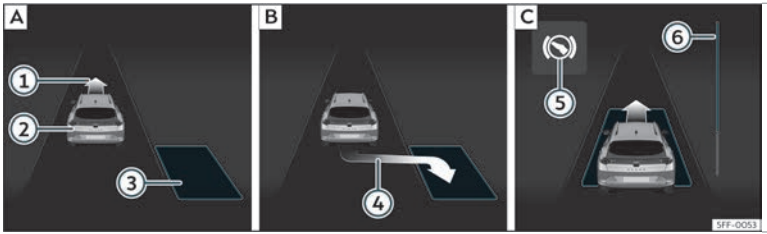
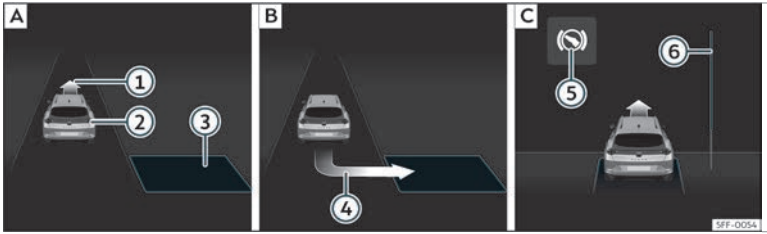

Abb. 172 Am Bildschirm des Kombi-Instruments: längs einparken. A Parklücke suchen. B Position zum Einparken. C Rangieren.
Abb. 173 Am Bildschirm des Kombi-Instruments: quer einparken. A Parklücke suchen. B Position zum Einparken. C Rangieren.
- Schauen Sie auf der Bildschirmanzeige im Kombi-Instrument, ob die Parklücke als „geeignet“ erkannt wurde und ob die korrekte Position zum Einparken››› **Abb. 172** B oder››› **Abb. 173** B erreicht wurde. Die Parklücke wird als „geeignet“ betrachtet, wenn auf dem Bildschirm des Kombiinstruments die Anzeige zum Einparken erscheint ④.
• Fahren Sie rückwärts, bis das Dauertonsignal des ParkPilot ertönt; **ODER:** fahren Sie zurück, bis auf dem Bildschirm des Kombi-Instruments die Anzeige für Vorwärtsfahren ››› **Abb. 172** C oder››› **Abb. 173** C erscheint; **ODER:** fahren Sie zurück, bis am Bildschirm des Kombi-Instruments die Meldung **Park Assist beendet** erscheint. Die Fortschrittsanzeige ⑥ zeigt den zurückzulegenden Abstand an››› **Seite 285**.
• Fahren Sie vorwärts, bis das Dauertonsignal des ParkPilot ertönt; **ODER:** fahren Sie vorwärts, bis am Bildschirm des Kombi-Instruments die Anzeige zur Rückwärtsfahrt erscheint. Der Parklenkassistent lenkt das Fahrzeug vorwärts und rückwärts bis es in der Parklücke zentriert ist››› **Abb. 172** C oder››› **Abb. 173** C.
Die Fortschrittsanzeigen ››› **Abb. 172** ⑥ und››› **Abb. 173** ⑥ im Display des Kombiinstruments zeigt symbolisch die noch zu fahrende relative Fahrstrecke an. Je länger die Distanz ist, desto größer ist der Füllstand des Fortschrittsbalkens. Bei Vorwärtsfahrt nimmt die Füllung des Fortschrittsbalkens nach oben ab und bei Rückwärtsfahrt nimmt die Füllung des Fortschrittsbalkens nach unten ab.